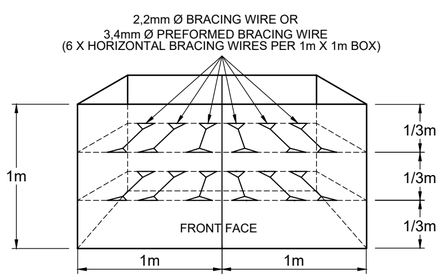
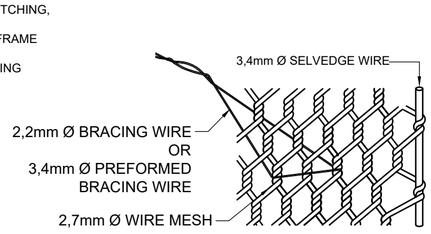
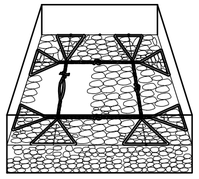
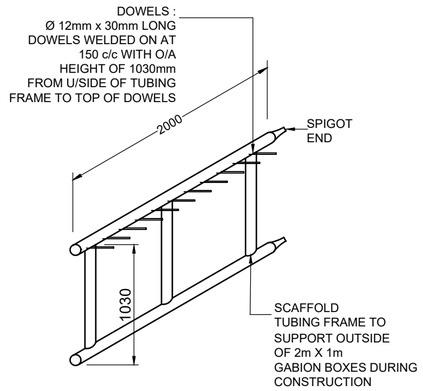

FIGURE 8
FIGURE 9
FIGURE 10
FIGURE 11
4. INTERNAL HORIZONTAL BRACING WIRE SHALL BE PROVIDED AT 330mm VERTICAL CENTRES IN 1,0m DEEP UNITS AT A RATIO OF FOUR TO EVERY 1,0m³ OF FILLING. THESE BRACING WIRES SHALL BE WRAPPED AROUND TWO MESH WIRES (FIGURE 9) AND EXTENDED FROM FRONT TO BACK SO POSITIONED TO ENSURE A NEAT FENCE AND LINE FREE OF EXCESSIVE BULGES AND DEPRESSION. GABION BOXES SHALL BE FILLED IN STAGES AND HORIZONTAL BRACING WIRES INSERTED AS FILLING IS BROUGHT UP (FIGURE 8). BRACING IN BOTH DIRECTIONS SHOULD BE USED IN GABIONS AT CORNERS OF STRUCTURES (FIGURE 10). AS AN ADDITIONAL MEASURE, SCAFFOLD PLANKING AS SHUTTERING ALONG THE FRONT FACE OR A PRE-FABRICATED SCAFFOLD TUBING FRAME SYSTEM CAN BE USED (FIGURE 11) TO ENSURE A NEAT FACE AND LINE.